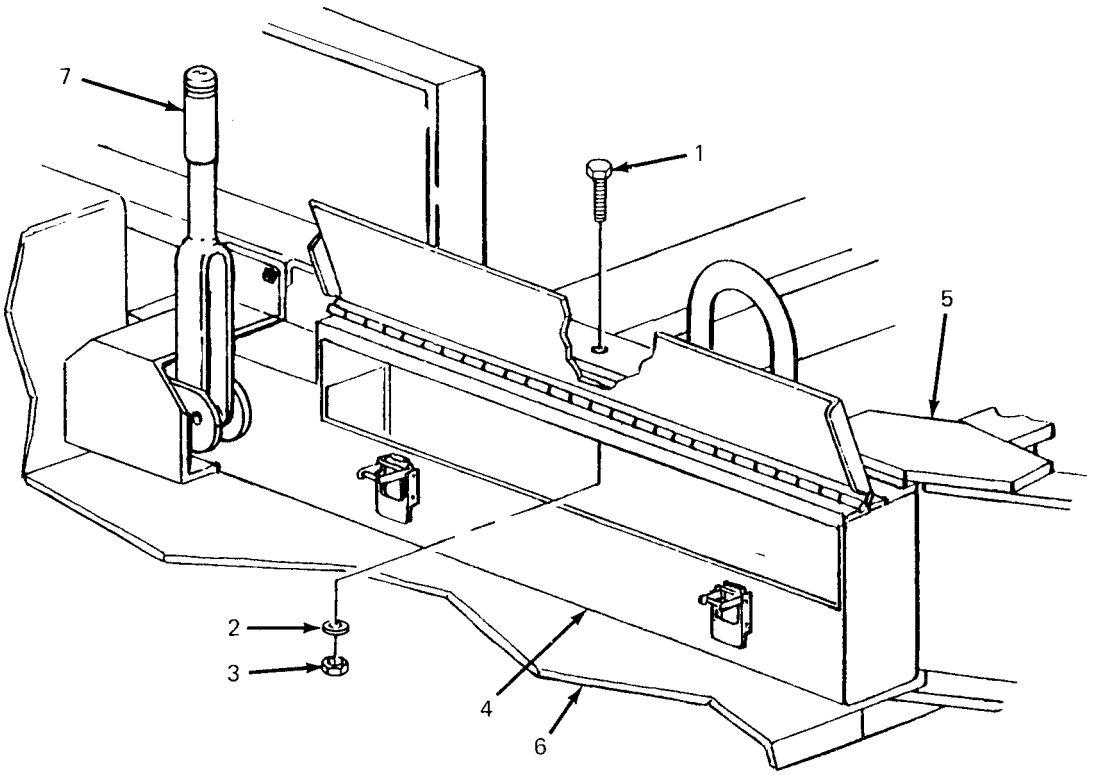

Figure 4-6. Accessory Box Replacement.
4-18. Accessory Box Replacement. (See figure 4-6). The accessory box is mounted to the trailer frame at the curbside front step.
(1) Remove three screws (1, figure 4-6), three flat washers (2), and three nuts (3) securing accessory box (4) to trailer frame (5).
(2) Slide accessory box (4) forward and off of front step (6).